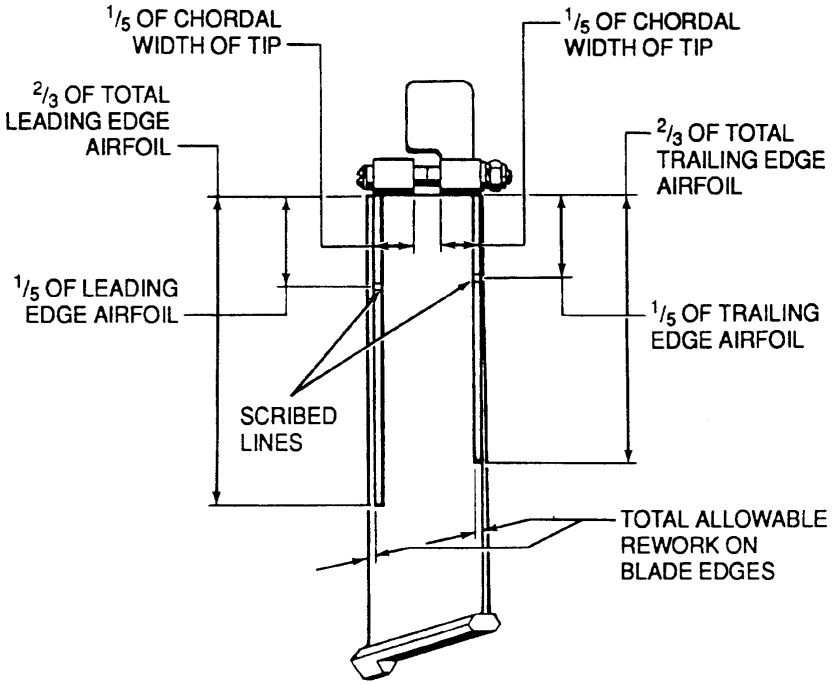

Figure 1. 23033011 Compressor Blade Template Rework Limits
b. Blade measurements necessary in determining rework limits are made with 23033011 blade rework templates (figure 1).
(1) Nicks and dents in leading and trailing edges in upper 2/3 of blade airfoil are to be reworked by filing or grinding and then final polishing to form a smooth blend with the basic airfoil contour. The following requirements must also be met: